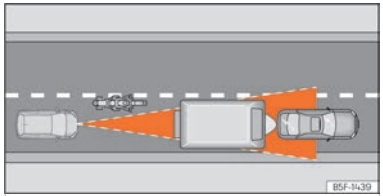

Fig. 118 Motorcyclist ahead out of range of the radar sensor.
- Vehicles that are not aligned while driving or that are outside the sensor's detection area, such as motorcycles ››› Fig. 118.